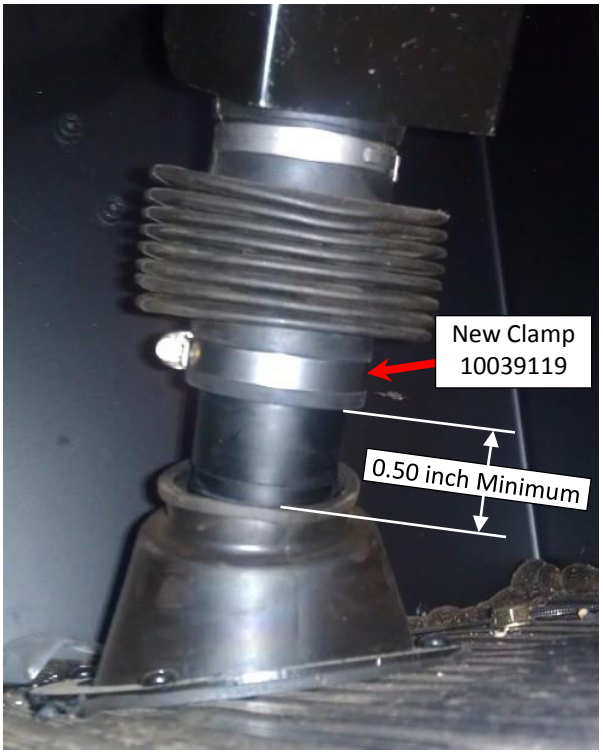

Fig. 8
3. Open new worm gear clamp until is releases then secure it around bellows. (Fig. 8)